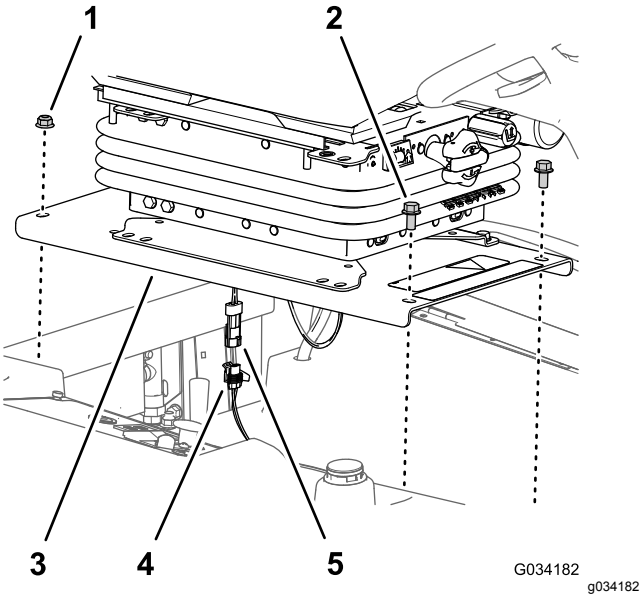

Figur 36
1. Fjern de to flangehovedbolte (3/8 x 3/4 tomme), der fastgør sædepladens forside til maskinens chassis (Figur 36).
2. Fjern de to flangelåsemøtrikker (3/8 tomme), der fastgør sædepladens bagside til maskinens chassis (Figur 36).
4. Frakobl konnektoren med 2 ben på dødemandskontaktens ledningsnet fra konnektoren med 2 sokler på maskinens ledningsnet (Figur 36).
2. Tilkobl konnektoren med 2 ben på dødemandskontaktens ledningsnet til konnektoren med 2 sokler på maskinens ledningsnet. Se Figur 36.
3. Ret de bageste huller i sædepladen (Figur 36) ind efter de 2 bræddebolte (3/8 x 1 tomme) i kølerens kanal.
4. Monter sædepladen (Figur 36) på bræddeboltene med de to flangelåsemøtrikker (3/8 tomme), du fjernede i trin 2 i Montering af sædet og sædepladen (side 42).
5. Tilret de forreste huller i sædepladen (Figur 36) efter gevindet på tankens stænger.
6. Monter sædepladen (Figur 36) på tankens stænger med de to flangehovedbolte (3/8 x 3/4 tomme), du fjernede i trin 1 i Tilgang til sikringsblokken og standardkontrolmodulet (side 51).